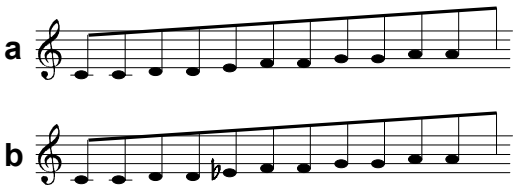

Abb. 3: Dur- bzw. Moll-Tonleiter
In der Position "**Scale**" erfolgt die Ausgabe einer **Tonleiter** (engl. *scale*) Je nach Stellung von Schalter ① wird eine Dur-Tonleiter (s. Abb. 3 a) oder eine Moll-Tonleiter (s. Abb. 3 b) erzeugt.